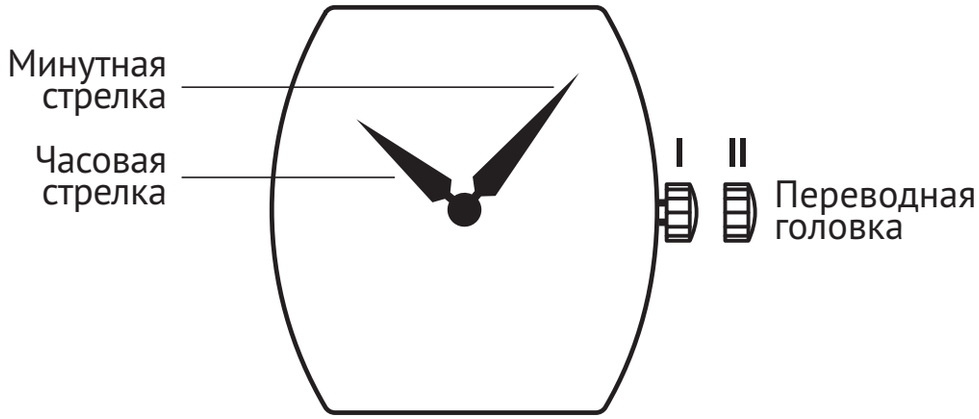

Рис. 5
1. Переместите переводную головку в положение II (рис. 5).